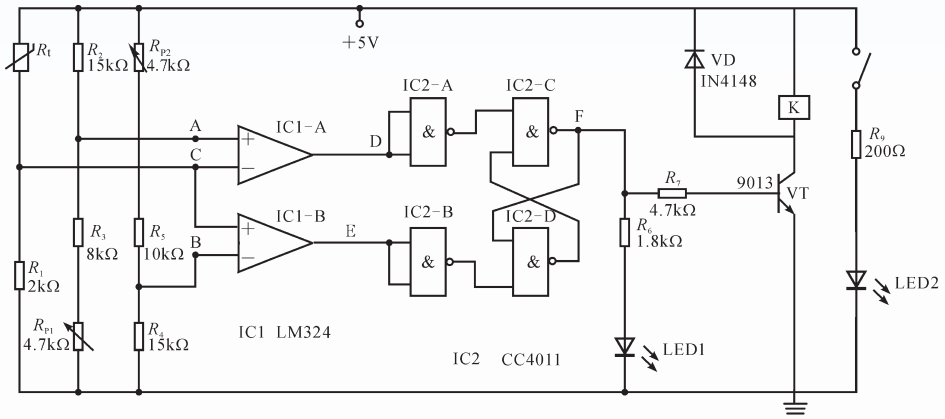
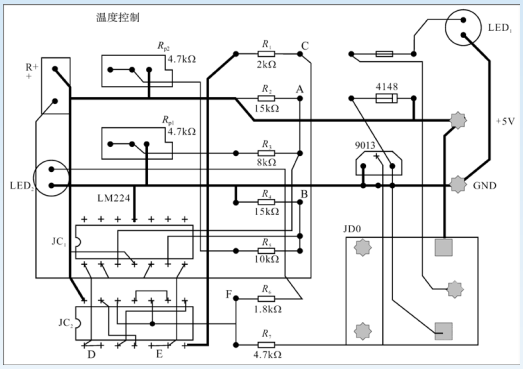

图 5.24　温度控制器电路原理图
图 5.27　温度控制电路印制板示意图
自动温度控制器电路如图 5.24 所示。
①选择元器件并对元器件进行检测。
②熟悉图 5.24 温度控制器电路和印制电路板（图 5.27）。
③按图 5.27 将选择好的电子元器件插装到印制电路板上并进行焊接。
④热敏电阻不要装在电路板上，而要用一定长度的导线接出来。
⑤两片集成电路不要直接焊到印制板上，而是在装集成电路的位置装两个集成电路插座，试验时再将集成电路插在插座上。
⑥为了安全，继电器的负载端用发光二极管点亮与否来检验触点是否闭合，模拟加热器的工作。
仿真试验具体步骤（参见图 5.24）为：